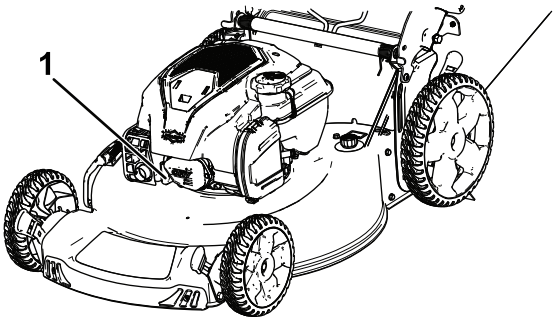

Rysunek 26
2. Odłącz przewód od świecy zapłonowej (Rysunek 26).